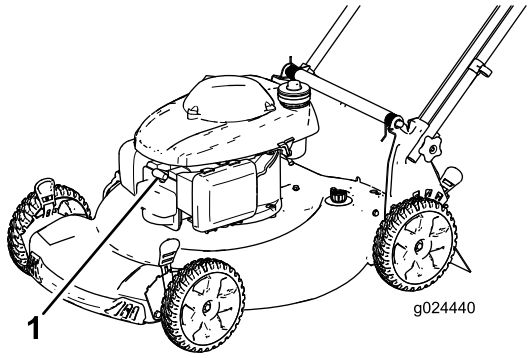

Figura 18
2. Desconecte el cable de la bujía (Figura 18) antes de realizar cualquier procedimiento de mantenimiento.